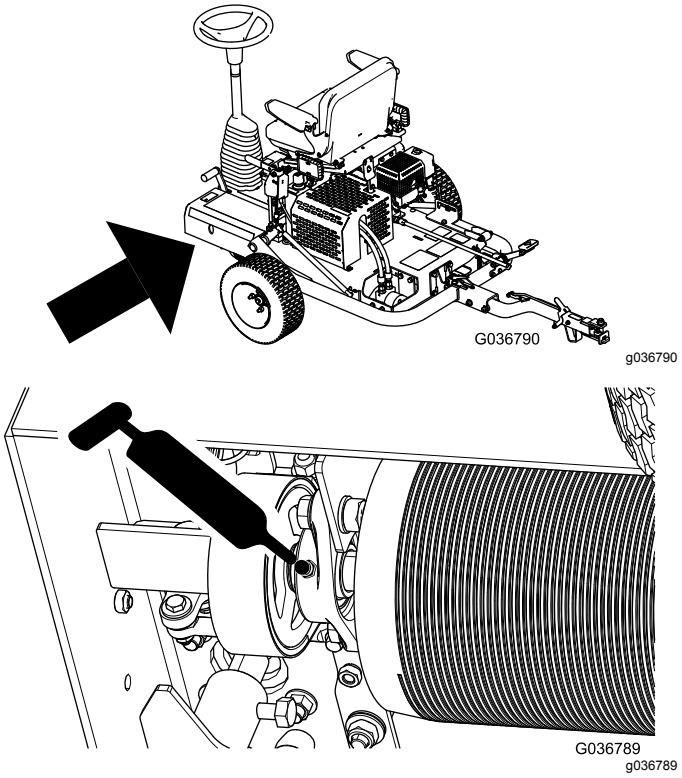

Rysunek 29
2. Wtłaczaj smar przez smarowniczkę w sposób przedstawiony na Rysunek 29.